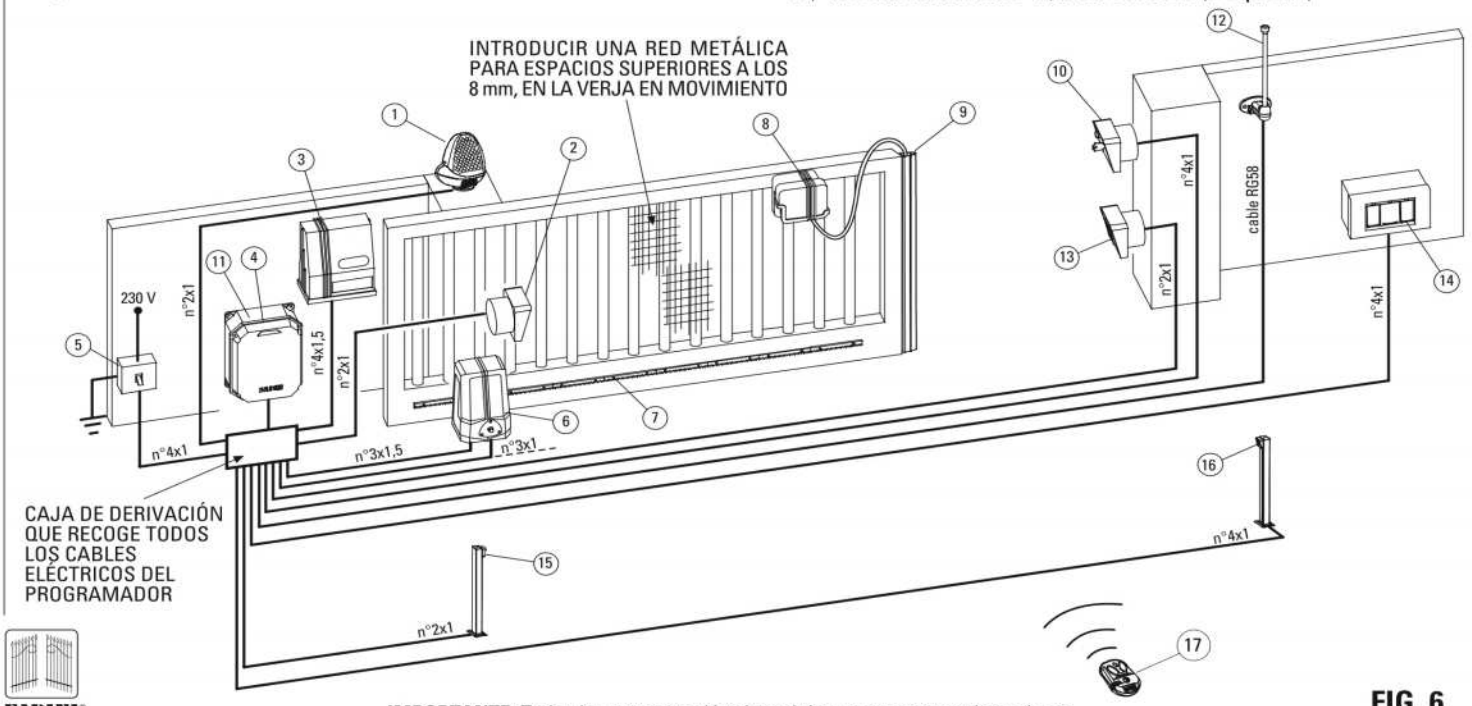

FIG. 6
- **Suministro de corriente, motor eléctrico y destellador Miri 4**: se realizan con cables provistos de hilos de sección igual a 1,5 mm² para una distancia máxima de 50 m. Para distancias que sobrepasen los 50 m, se aconseja utilizar cables provistos de hilos de sección igual a 2 mm² (Fig. 6).
- **Tope de recorrido, fotocélulas, tablero de pulsadores y accesorios**: se pueden utilizar cables provistos de hilos de 1 mm² (Fig. 6).